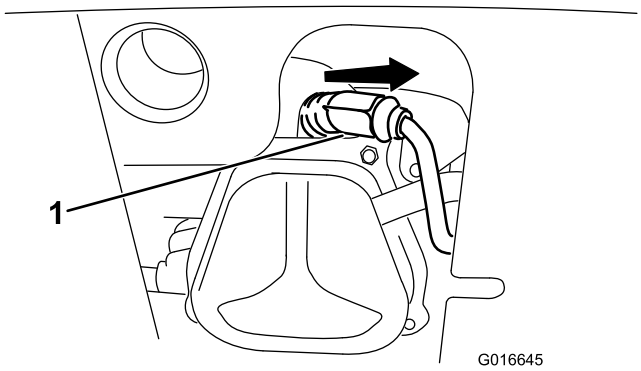

Bild 49
1. Entfernen Sie die Kappe (Bild 49).